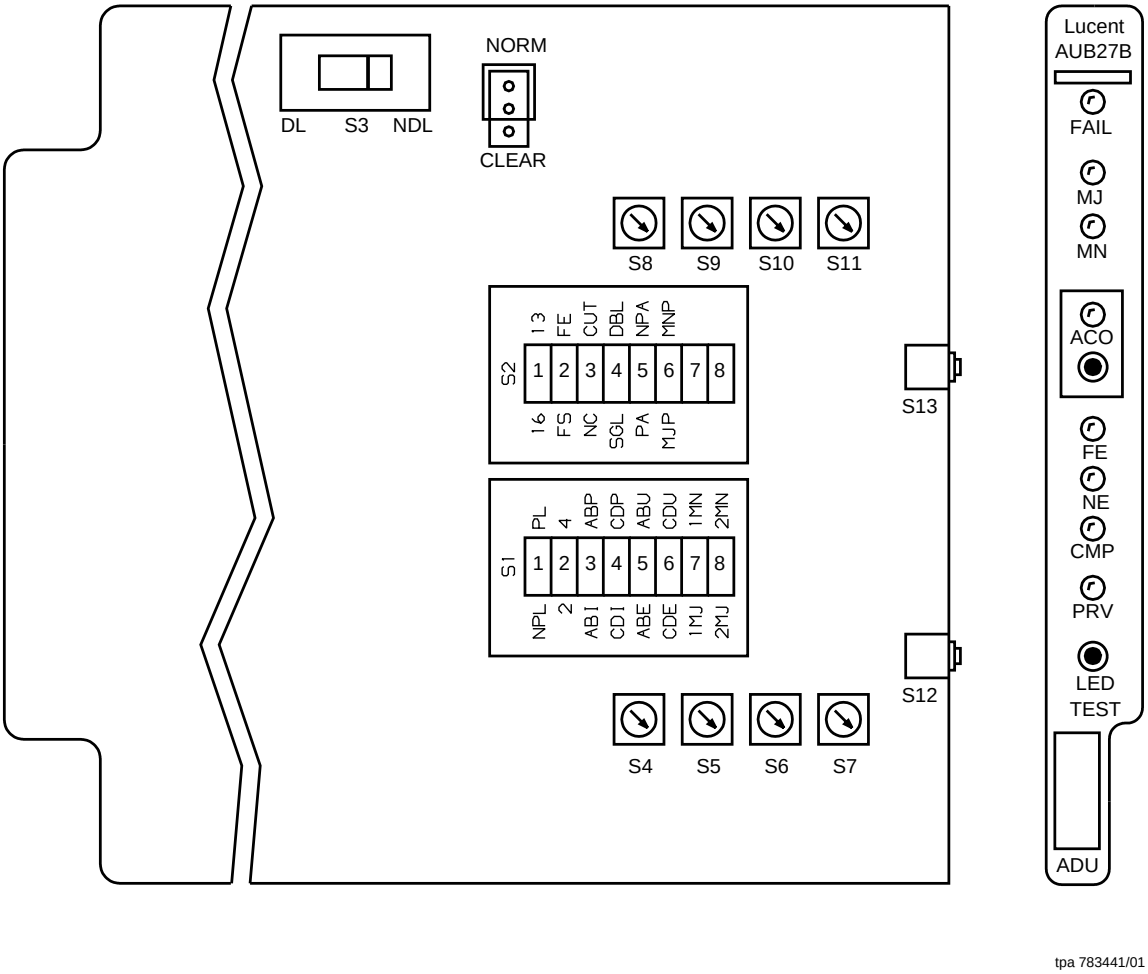

**Figure 1 – AUB27 RT ADU Option Switch Settings**
5. On **AUB27 ADU** option switch **S2** (Figure 1 and Table A), use an orange stick (KS-6320) or equivalent and set switches as follows: